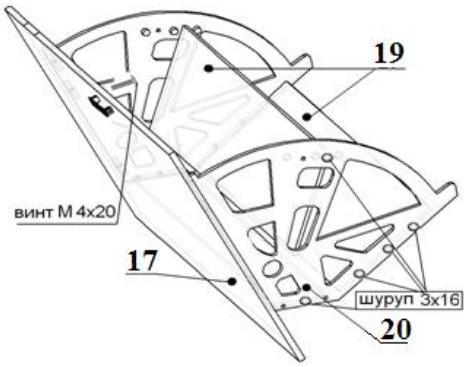

**Рисунок 3**
9.Прикрепите к кронштейнам для обуви планки 19,20 и фасад 17 Шурупами 3x16. Рис.3.
10.Установите втулку опорную на детали 3, 4. Используя штифт-упор закрепить обувницы на детали 3, 4. Рис.3 (При необходимости установите силиконовый амортизатор).